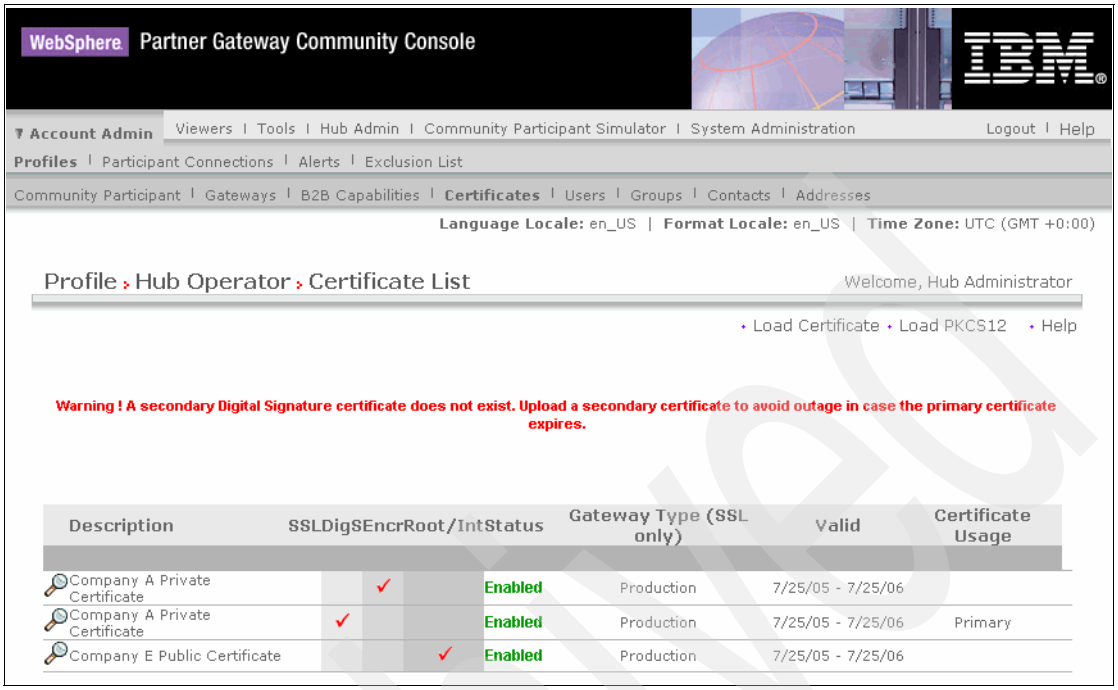

Figure 8-44 List of certificates for hubadmin on Company A
13. Review the analysis of the public key by WebSphere Partner Gateway. Click **Save**. We should see the list of certificates for hubadmin on Company A as shown in Figure 8-44 on page 249.
In real-life situations, business partners usually require the use of certificates signed by a commercial certificate authority. In that situation, the hubadmin of Company A obtains the public key from the certificate authority. Thus the hubadmin user can upload that public key to the server. In real-life situations, Figure 8-44 on page 249 lists the private key of Company A and the public key of the certificate authority.